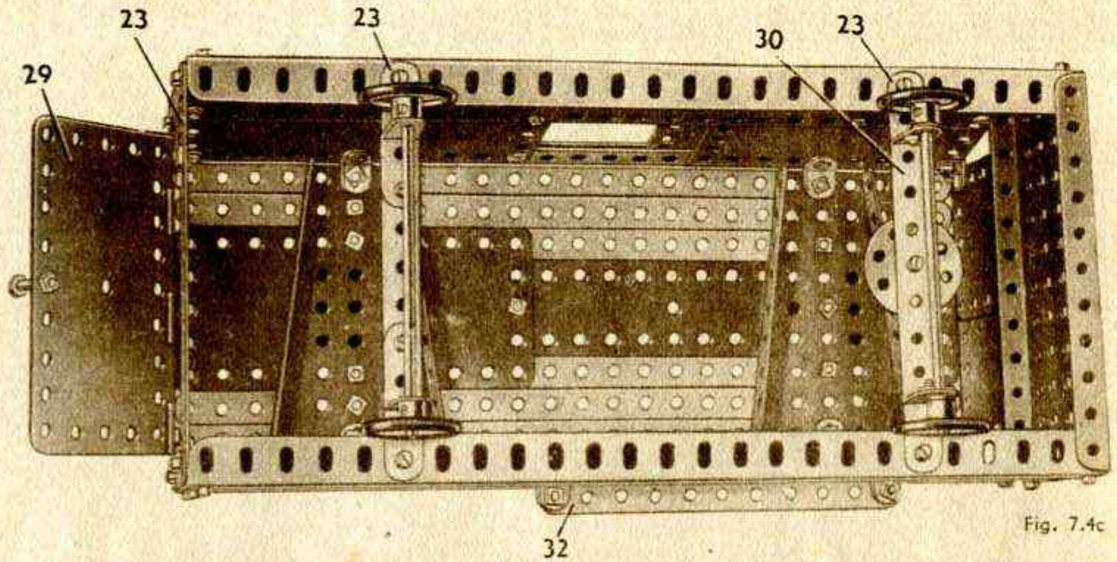

Fig. 7.4c
Le chariot circule sur quatre poulies de 25 mm. munies d'anneaux de caoutchouc. La paire de roues arrière est montée sur une tringle de 11,5 cm., passée dans deux équerres de 25 × 25. Les roues avant sont fixées sur une autre tringle de 11,5 cm. qui tourne dans des supports plats boulonnés à une bande coudée de 90 × 12 (30) (Fig. 7.4c). Cette bande coudée est fixée à l'aide d'un contre-écrou sur l'une des bandes de 11 trous 23. Un disque est placé sur le corps de l'écrou entre la bande coudée et les bandes de 11 trous.